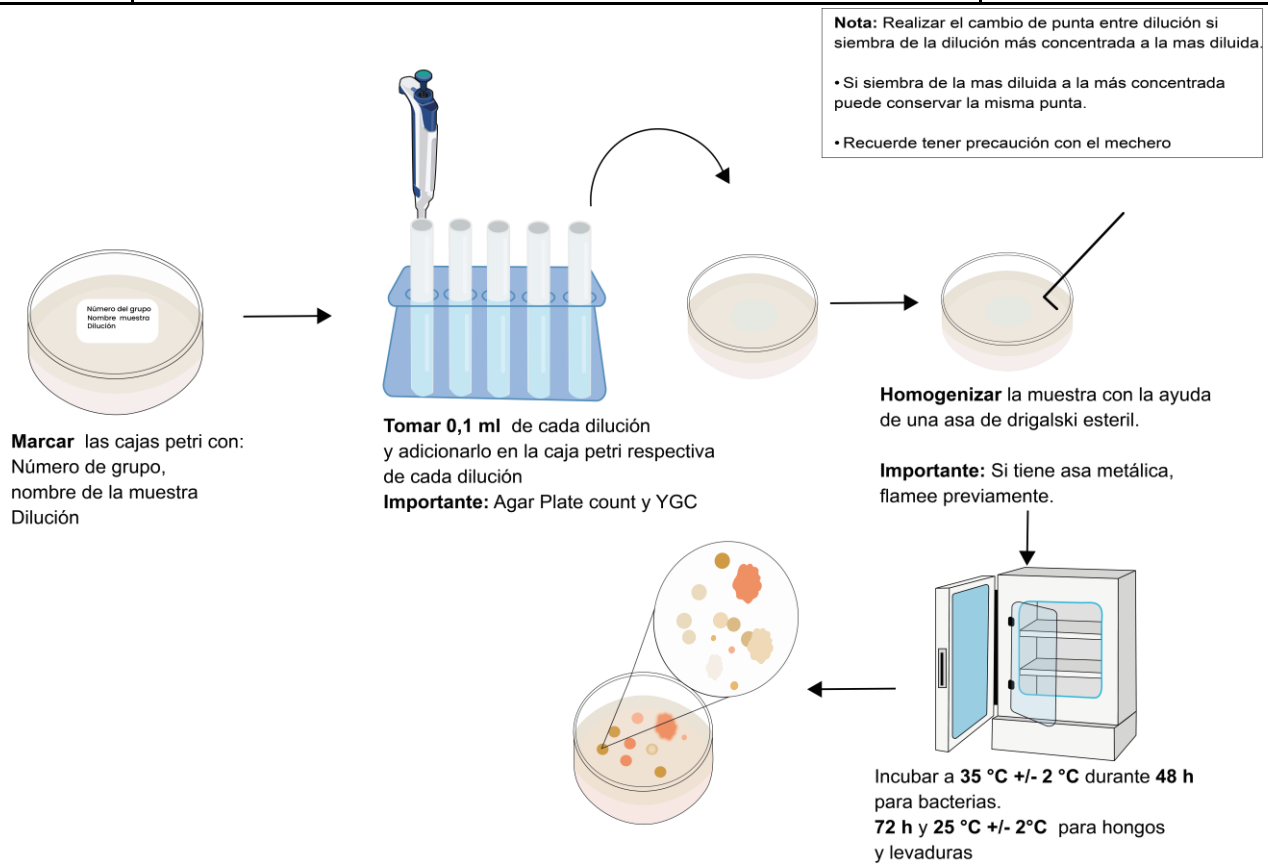

Figura 7. Procedimiento de siembra por superficie o extensión en placa
6. Finalizado el tiempo de incubación, realizar el recuento de las UFC obtenidas como lo describe la Figura 7.,